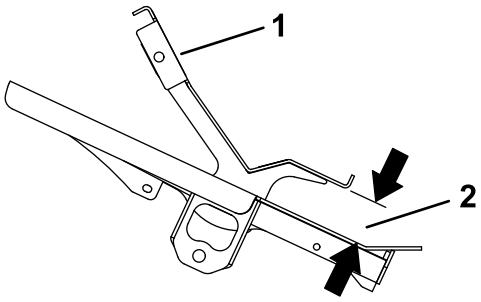

Figura 8
3. Spostate il pedale della trazione in posizione di folle, regolate il cuscinetto dell'estremità dell'asta avvitandolo in dentro o in fuori, per ottenere le dimensioni illustrate nella Figura 8.